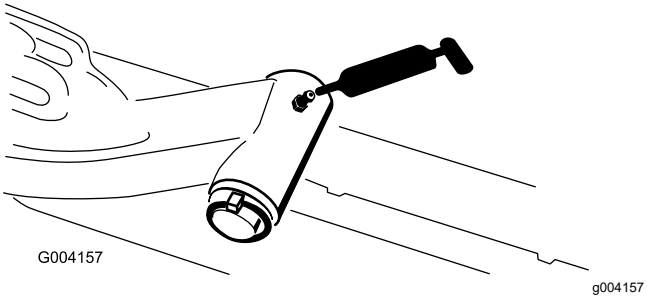

Figur 73
- Løftearmenes drejeaksel (1 hver) (Figur 73)